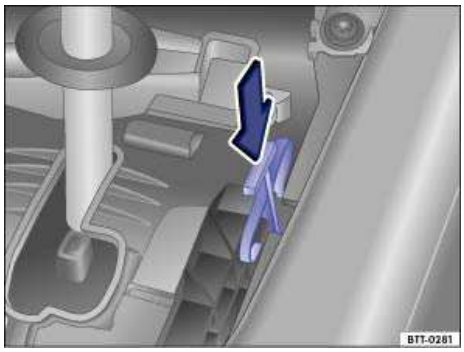

Fig. 160 Releasing the selector lever lock.
- Push the release lever ⇒ fig. 160 in the direction of the arrow and hold it in this position.